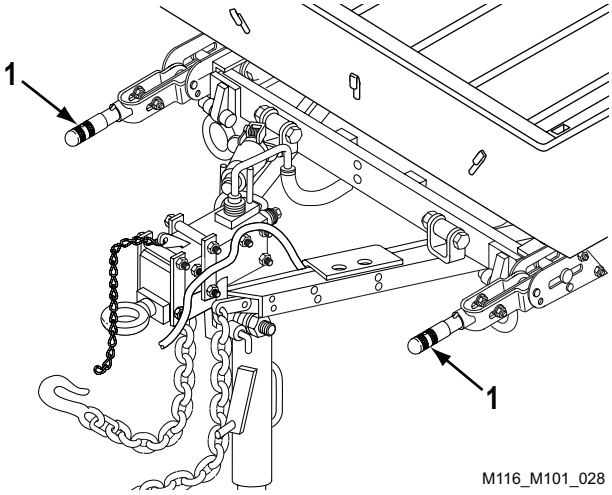

Figure 1. Handbrakes Operation.
1. Pull handbrake levers (Figure 1, Item 1) forward and down to apply handbrakes.
2. Push handbrake levers (Figure 1, Item 1) to an upright position to release handbrakes.